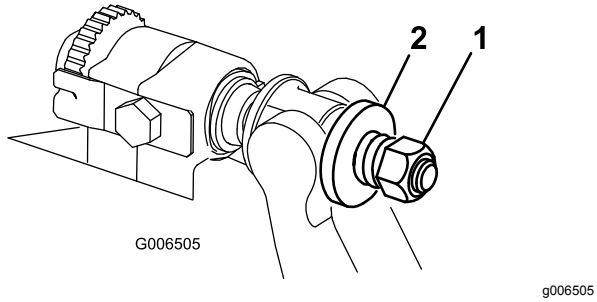

Figure 32
4. Serrez l'écrou de tension du ressort jusqu'à ce que les spires soient jointives, puis desserrez-le de ½ tour (Figure 32).